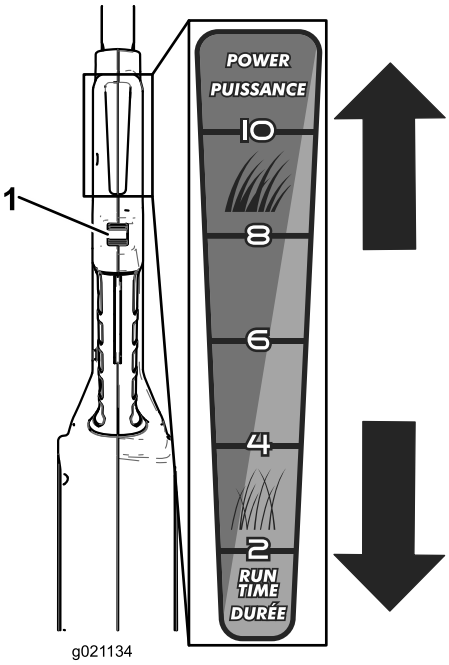

Figur 9
5. Dra tumhjulet i riktning bort från dig för att öka motorns varvtal och mot dig för att minska motorns varvtal (Figur 9).